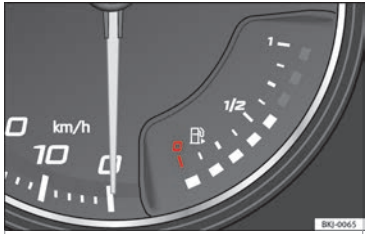
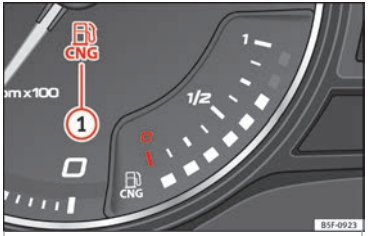

Fig. 128 Indicador de combustible.
Fig. 129 Cuadro de instrumentos: indicador de nivel de gas natural
El indicador ››› **fig. 128** funciona sólo con el encendido conectado. Cuando el indicador alcanza la marca de la reserva se ilumina en rojo el diodo luminoso inferior y el testigo de control aparece ››› pág. 119. Cuando el »
Los indicadores ››› fig. 129 y ››› fig. 128 funcionan sólo con el encendido conectado. Cuando el indicador alcanza la marca de la reserva se ilumina en rojo el diodo luminoso inferior y el testigo de control aparece. Cuando el nivel de combustible es muy bajo, parpadea el diodo luminoso inferior en rojo.
- El testigo de control verde ››› fig. 129 ① se ilumina cuando el vehículo está funcionando con gas natural.
- El testigo de control verde ① se apaga cuando se acaba el gas natural. El motor pasa a funcionar con gasolina.